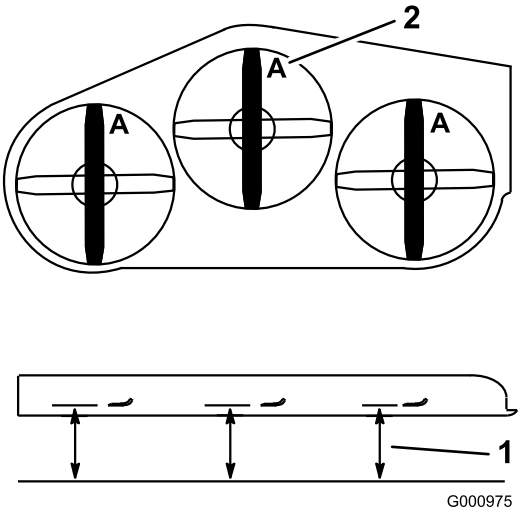

Figur 90
3. Rotera knivarna tills ändarna vetter framåt och bakåt (Figur 90).
4. Mät från en plan yta till knivens egg vid punkt **A** på knivarna (Figur 90).